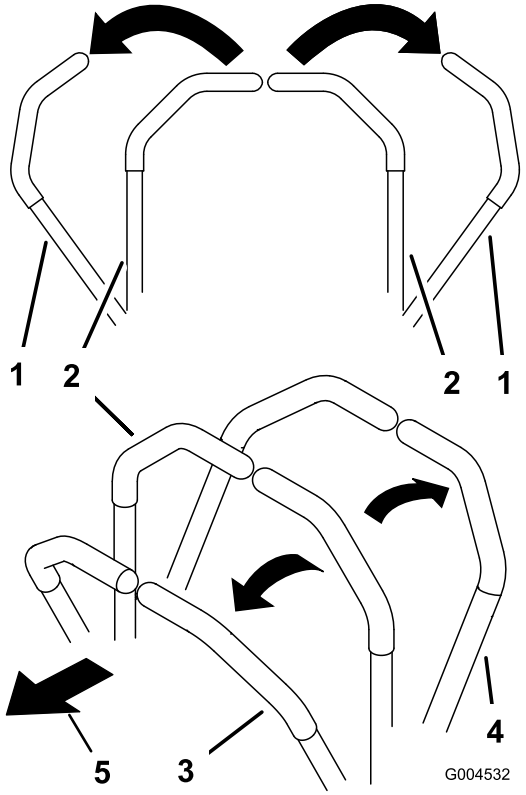

Figur 23
- Skyv bevegelseskontrollspakene forsiktig forover for å kjøre rett forover (Figur 23).
- Skyv bevegelseskontrollspakene forsiktig bakover for å kjøre rett bakover (Figur 23).
- Sving ved å dra begge spakene tilbake og skyv så fremover den spaken som er på motsatt side av den veien du vil svinge (Figur 23).